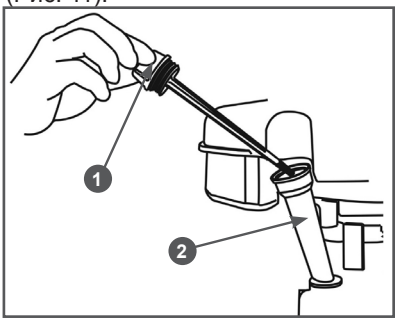

Рис. 11 Крышка-щуп маслозаливной горловины
2. Открутите крышку-щуп 1 маслозаливной горловины 2 и извлеките щуп (Рис. 11).
2. Открутите крышку-щуп 1 маслозаливной горловины и извлеките щуп (Рис. 11).